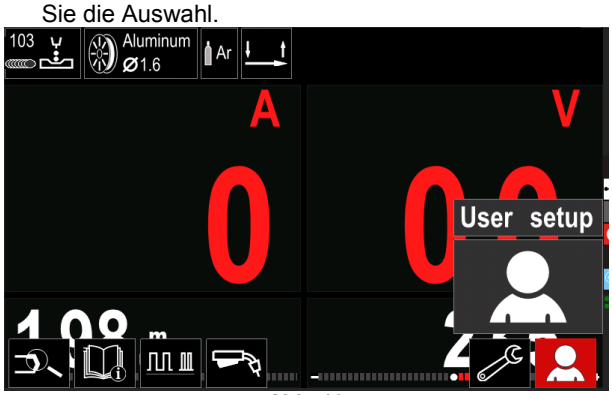

**Abb. 13**
- Gehen Sie in die Benutzereinrichtung (siehe Abb. 13).